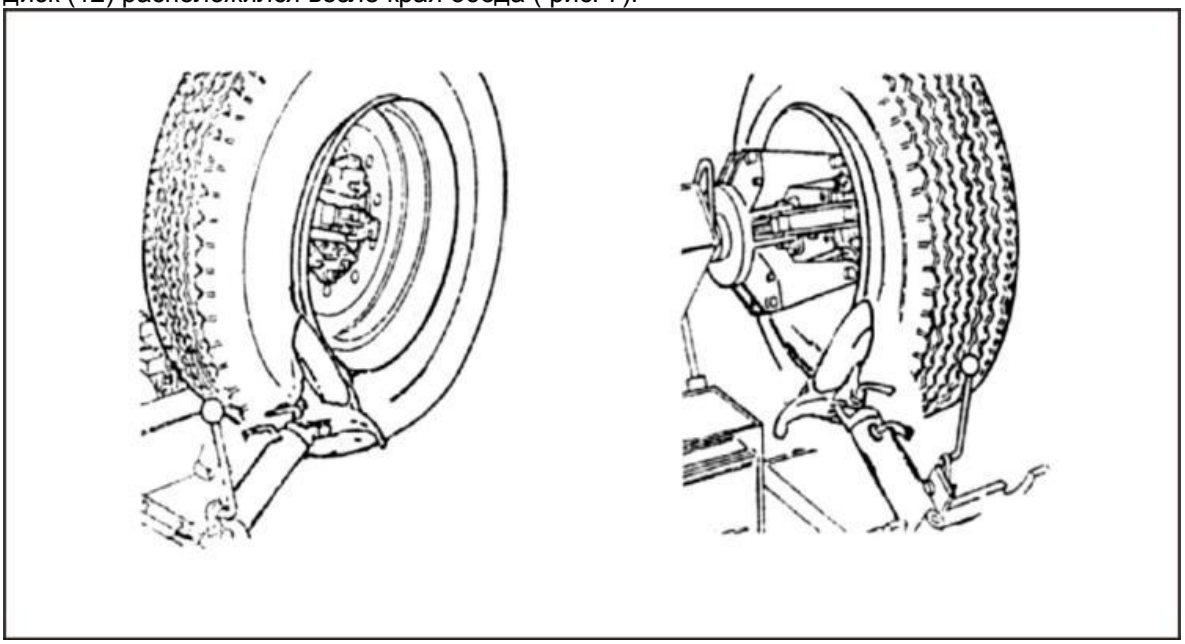

Рис.7 Рис. 8
В соответствии с типом обода необходимо действовать различными способами, чтобы зафиксировать его на зажимном устройстве. (рис. 7)
3. С помощью рычагов (5) переместите монтажное устройство с колесом так, чтобы монтажный диск (12) расположился возле края обода (рис. 7).